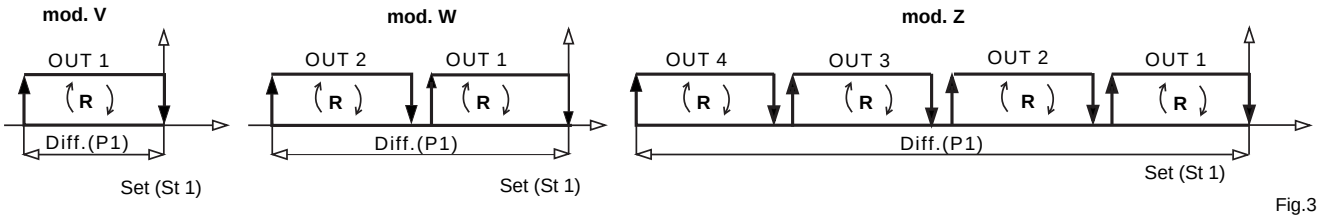

Fig.3
*The outputs will be energized one by one as the controlled parameter decreases from the previously selected set-point (St1). In models with more outputs the energization of the relays will occur within the differential (see fig. 3).*